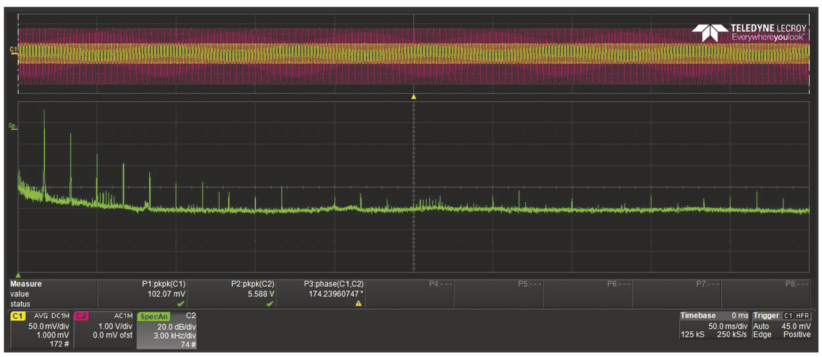

**FIGURE 7.56** (Step 22) FFT of output sine wave at 0.5 $V_{pp}$ and 1 kHz. If the harmonics are still very low, then you have made a clean, linear amplifier.
**22. Checking distortion of sine wave from a MOSFET amplifier.** Now, look at the FS of the *output*. (See Fig. 7.56.) How does that FS compare to that of the input?